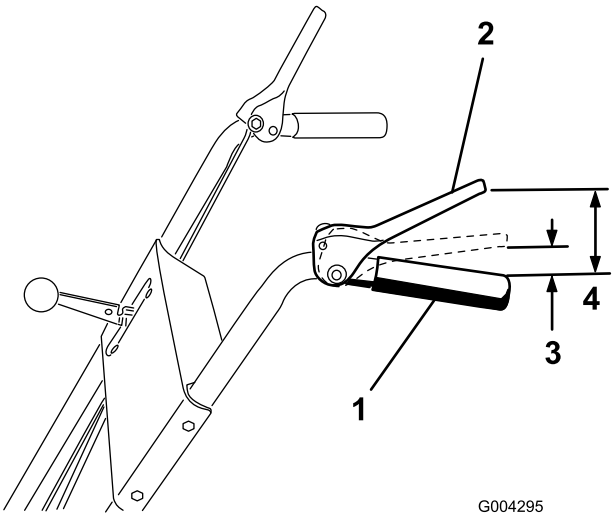

Figur 7
2. Juster de 2 flangemøtrikker op eller ned på traktionsstangen, indtil afstanden mellem den øverste af håndtaget og det nederste af traktionsstyregrebet er ca. 11,4 cm som vist i Figur 7.
Bemærk: Justeringen er korrekt, når hjulene ikke længere ruller baglæns, og afstanden mellem det øverste af håndtaget og det nederste af traktionsstyregrebet er 3 til 5 cm som vist i Figur 7.